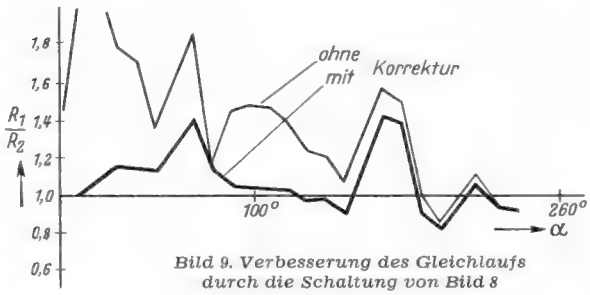

Bild 9. Verbesserung des Gleichlaufs durch die Schaltung von Bild 8
Ferner läßt sich durch diesen Hilfswiderstand auch ein gewünschter Skalenverlauf weitgehend annähern, weil beim Verkleinern von r_1 die Frequenz in dieser Skalenstellung immer höher wird, ohne daß sich tiefste und höchste Frequenz wesentlich ändern. Mit dem Widerstand r_2 stellt man die maximal gewünschte Frequenz ein. Hat man z. B. ein Potentiometer mit einem Anfangswiderstand von 100 Ω und einem Endwiderstand von 1 MΩ, kann man mit r_2 den z. B. gewünschten Frequenzbereich von 1 : 1000 dadurch erreichen, daß man dem Anfangswiderstand noch 900 Ω in Reihe schaltet. Gleichzeitig erzielt man so noch Gleichlauf für diesen Punkt. Mit dem Widerstand r_3 kann man auch für die tiefste Frequenz Gleichlauf erreichen. Meist wird dies aber nicht notwendig sein, da die Widerstandsendwerte fast immer übereinstimmen. *Bild 9* zeigt, wie bei zwei recht unterschiedlichen Potentiometern auf diese Weise der Gleichlauf erheblich verbessert werden konnte. Dabei wurden die Anfangswiderstände gemeinsam gleichmäßig auf einen Wert eingestellt, der $^1/_{1000}$ des Endwertes entspricht. Ferner wurden die beiden Potentiometer bei 105° durch Parallelschalten von Widerständen auch für diese Stelle auf Gleichlauf gebracht. Die durch diese — einfach durchzuführenden — Maßnahmen erreichte Verbesserung ist beträchtlich.
Für $\left|\frac{U_1}{I_1}\right| \gtrapprox 10\ R_i$ (Bezeichnung nach Gleichung (3) und Bild 9) tritt noch kein wesentlicher Verstärkungsrückgang auf. Beachtet man dies, bringt die Frequenzregelung mit Widerständen in dieser Beziehung keine Nachteile.